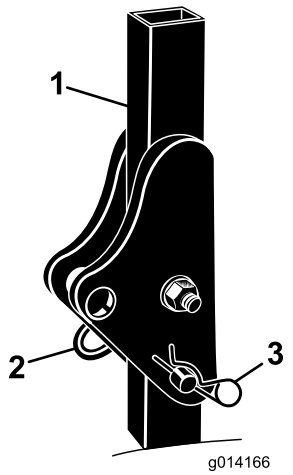

Figura 3
1. Rimuovete le coppiglie e le spine dal roll bar (Figura 3).
2. Alzate completamente il roll bar e montate le due spine, quindi fissatele con le coppiglie (Figura 3).